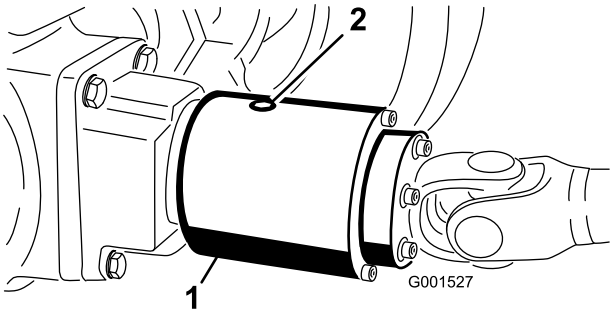

Figur 28
2. Drej koblingen (Figur 28), så kontrolproppen (vist i kl. 12-position) står på kl. 4.